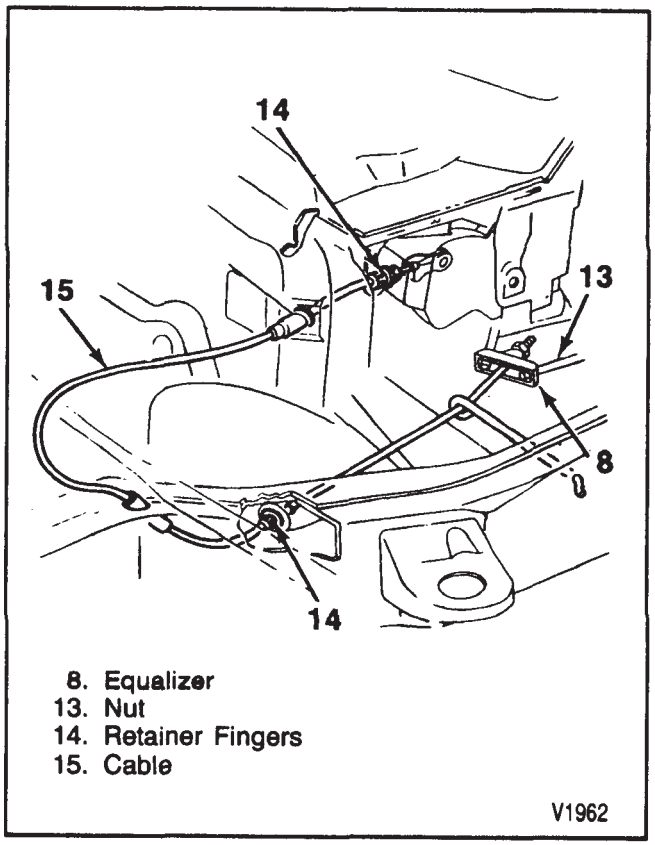

Figure 3—Front Cable Routing
4. Loosen the parking brake cable at the equalizer (figure 3).
7. Release cable (5).
8. Screw (6) and handle (7).
9. Bolts (3), washers (4), and shield (2).
10. Pedal assembly (1).
Remove or Disconnect (Figure 3)
Install or Connect (Figure 3)